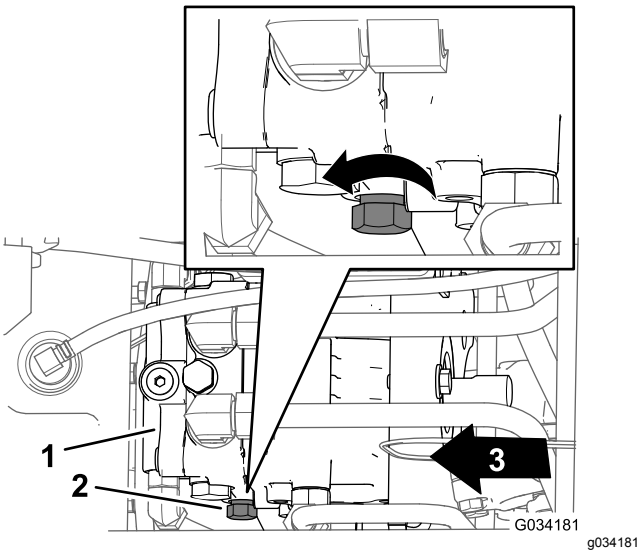

Figuur 32
2. De regelknop van de omloopklep bevindt zich aan de linkerkant van de hydraulische pomp (Figuur 32).
3. Draai de regelknop 3 omwentelingen linksom (Figuur 32).
2. Zoek de regelknop van de omloopklep; deze bevindt zich aan de linkerkant van de hydraulische pomp (Figuur 32).
3. Draai de regelknop (Figuur 32) rechtsom tot u weerstand voelt, wat erop wijst dat de omloopklep is gesloten.